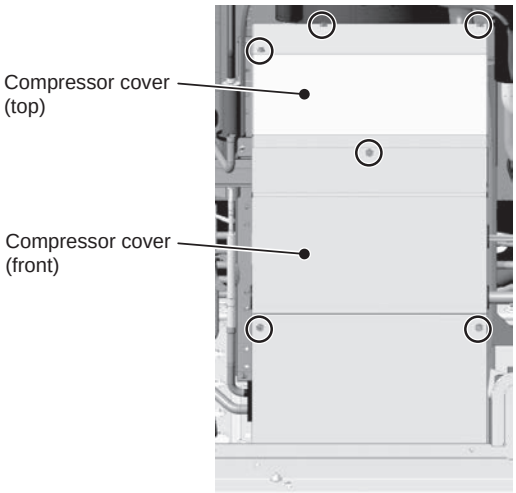

Figure 2
(1) Remove the front heat exchanger. Refer to 8-13-13 Maintenance Procedures for the Heat Exchanger <Type A/Type A1> for details.
(2) Remove the top and front compressor covers by unscrewing the six screws. (See Figure 2.)